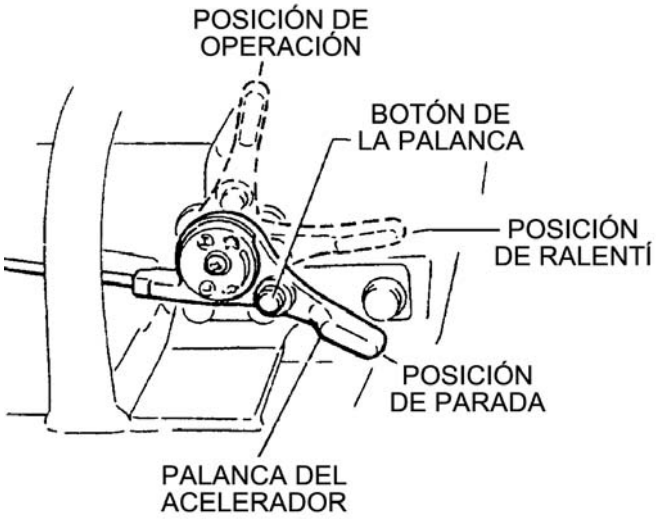

Figura 6. Palanca del acelerador (posición de ralentí)
2. Mueva la palanca del acelerador (Figura 6) a la posición de ralentí.